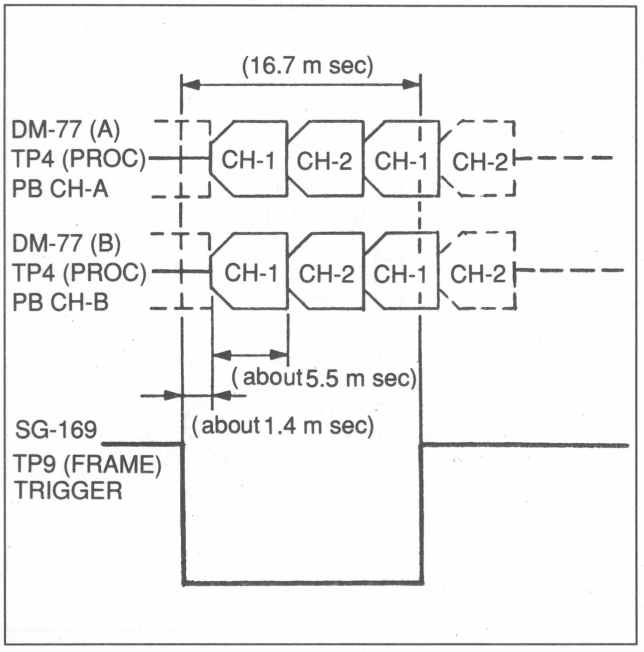

Fig. 6-3-2 Alignment Tape PB RF Waveform
5. Play back the all-channel recorded portion on an alignment tape. (Fig. 6-3-2)